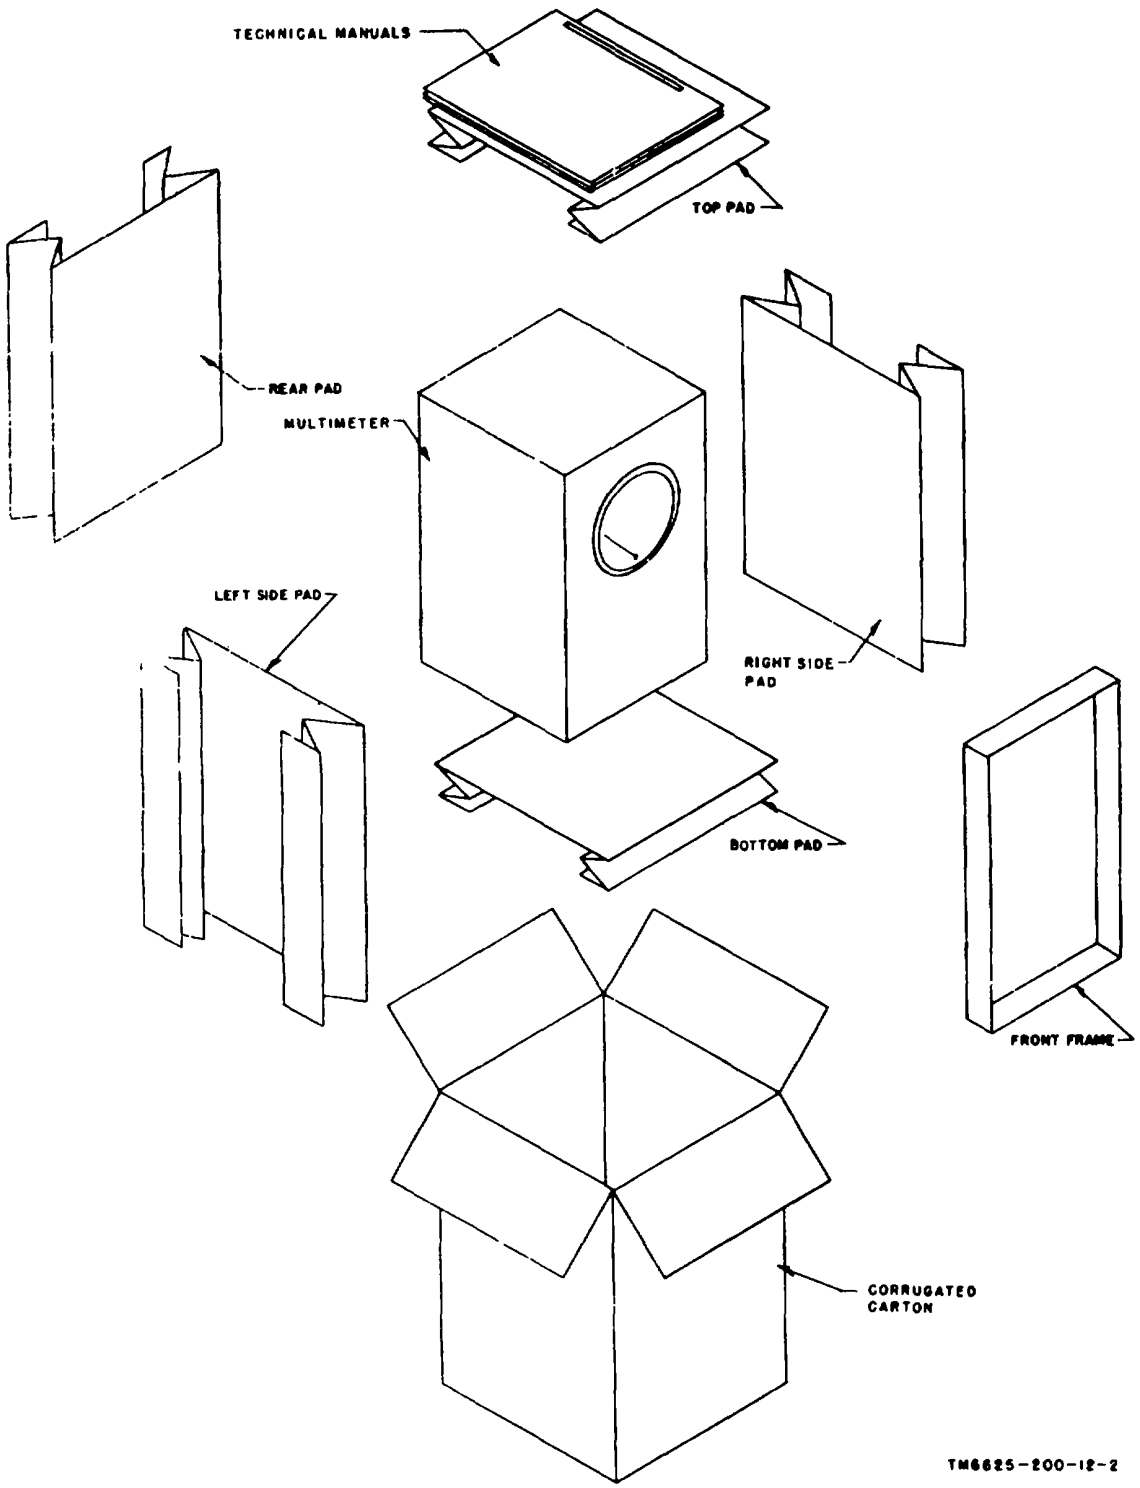
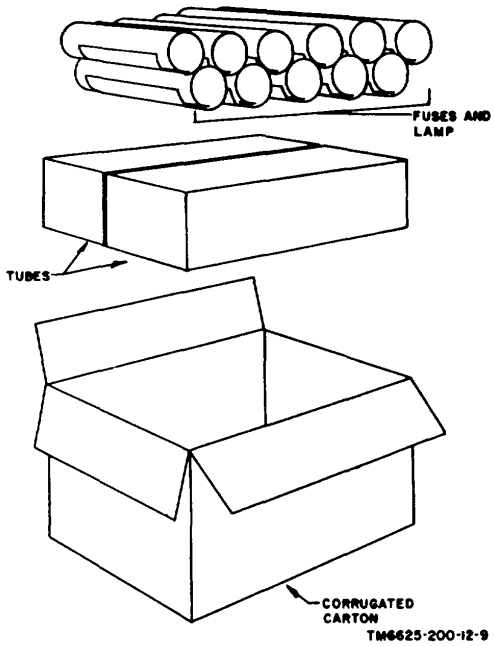

Figure 2-1. Multimeter, packing diagram.
Figure 2-2. Running spares packing diagram.
b. Unpacking Multimeter (fig. 2-1).
(1) Open the corrugated carton and fold back the top flaps.
(2) Remove the envelope that contains the technical manuals; open the envelope and remove the technical manuals.
(3) Remove the top pad, the rear pad, the left and right side pads, and the front frame.
(4) Remove the multimeter from the corrugated carton.
c. Unpacking Running Spares (fig. 2-2).
(2) Remove the running spares from the carton.
(3) Store the running spares in the storage compartment of the multimeter (para 2-2d).